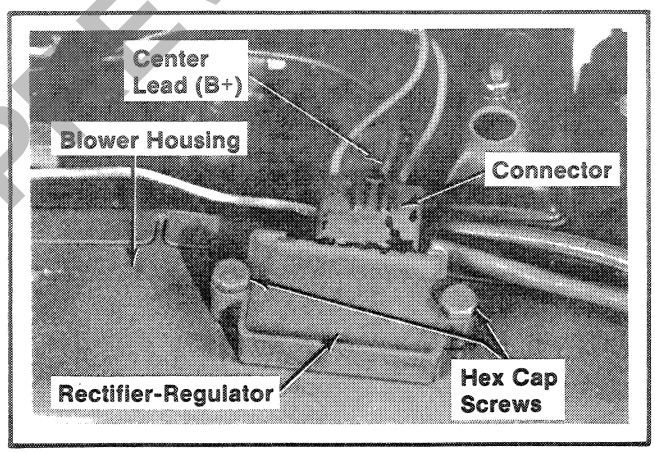

**Figure 11-45. Install Rectifier-Regulator.**
3. Install the rectifier-regulator and hex cap screws. Install the lead to center position of connector. Install the connector to rectifier-regulator. Refer to Figure 11-45.